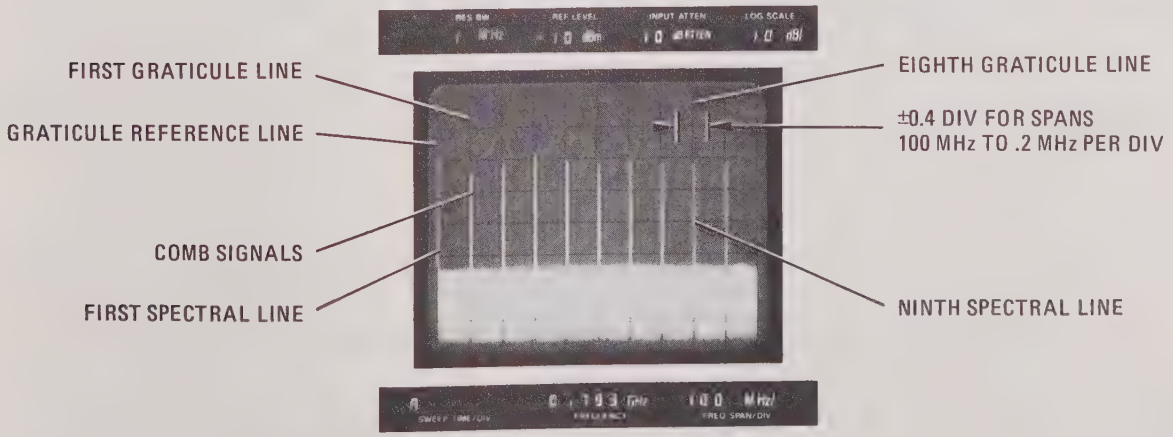

Figure 2-4. Span Width Accuracy Measurement
d. Note position of ninth spectral line (comb tooth). It must be on eighth graticule line ±0.4 division. (See Figure 2-4).